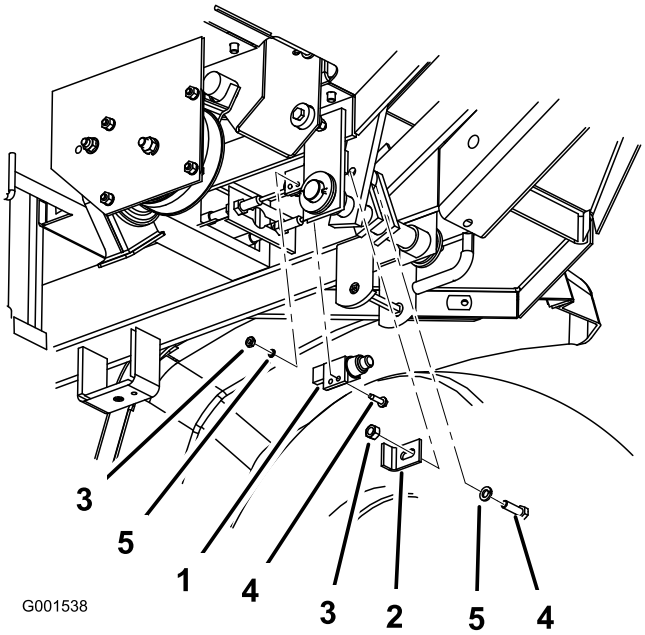
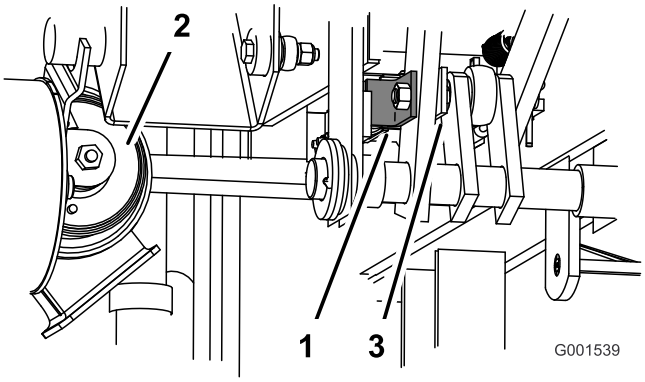

Figur 5
Figur 6
3. Montera den nya bromsbrytaren med de delar som du tidigare tog bort (Figur 5).
4. Montera det nya fästet för bromsbrytaren med de delar som du tidigare tog bort (Figur 5 och Figur 6).